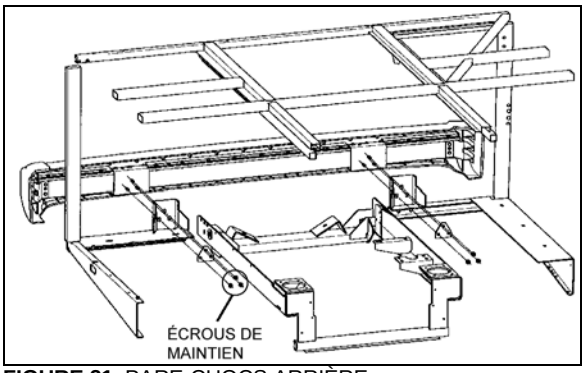

FIGURE 21: PARE-CHOCS ARRIÈRE 18501
1. Enlever les six écrous (trois de chaque côté) qui fixent l'ensemble du pare-chocs au véhicule et retirer le pare-chocs (Figure 21).